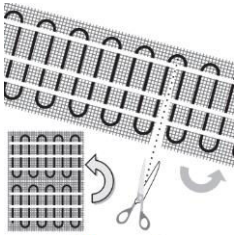

Рисунок 3.
3. Перед укладкой нагревательного мата следует замерить его омическое сопротивление для проверки работоспособности кабеля (рис. 3).